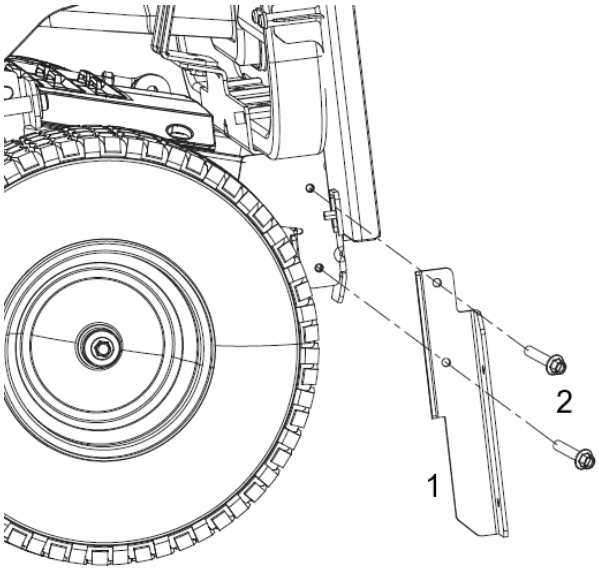

Rys. 5
1. Zamontuj wsporniki 2 szt. (Rys. 5, poz. 1) płyty tylnej jak na instrukcji za pomocą śrub (Rys. 5, poz. 2)